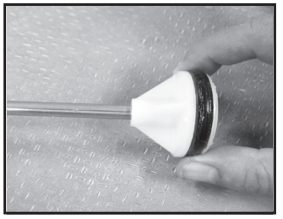

Figura 3
3. Inspeccione la junta tórica. Si está desgastada o dañada, quítela y reemplácela. Lubrique la junta tórica con vaselina **(Vea la figura 3)**.